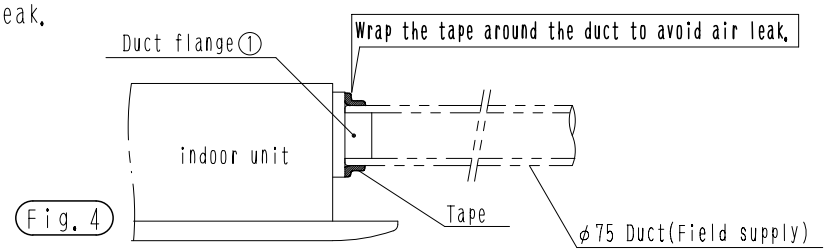

Fig. 4
1. Connect the duct to the duct flange. (Flange fits inside the duct.>(Fig. 4)
Temporarily hang the remaining 2 hooks of the filter chamber to the hooks on the sides of the indoor unit. (fig. 2) ~ (fig. 4)